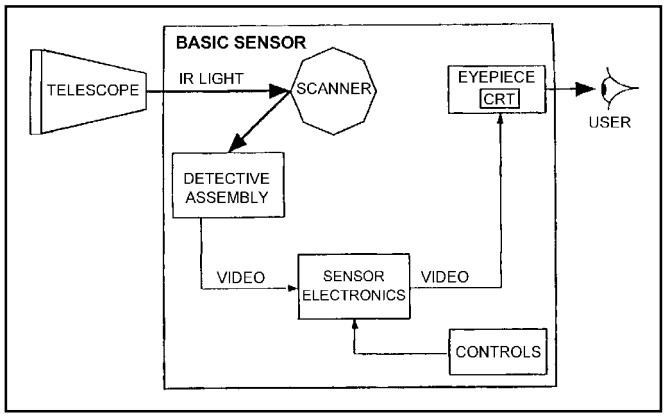

Figure G-22. MWTS configurations.
a. **Telescope**. The telescope receives IR light emitting from an intended target and its surroundings. The telescope magnifies and projects the IR light on the scanner on the basic sensor (Figure G-22, page G-24).